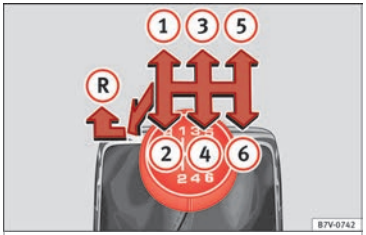

Afb. 47 Schakelschema van handgeschakelde 6-versnellingsbak.
In de versnellingshendel zijn de standen van de versnellingen aangeduid ››› **afb. 47**.
- Druk de versnellingshendel in neutrale stand omlaag, beweeg hem dan helemaal naar links en daarna naar voren om de achteruitversnelling ››› **afb. 47** (R) te selecteren.